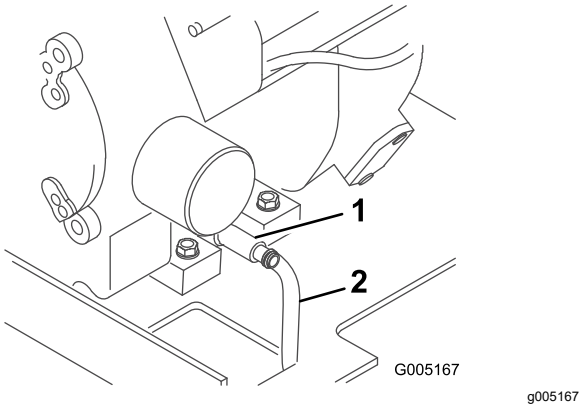

Rysunek 26
4. Umieść jeden koniec przewodu w zaworze spustowym, a drugi koniec w panewce (Rysunek 26).
5. Otwórz zawór spustowy, obracając go w kierunku przeciwnym do wskazówek zegara, ciągnąc do przodu w czasie obrotu (Rysunek 26).